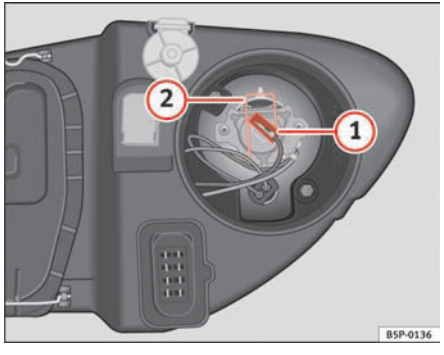

Fig. 160 Main beam headlights
– Remove the connector ⇒ fig. 160 (1) from the lamp.
– Press the spring ⇒ fig. 160 (2) inwards and to the right.